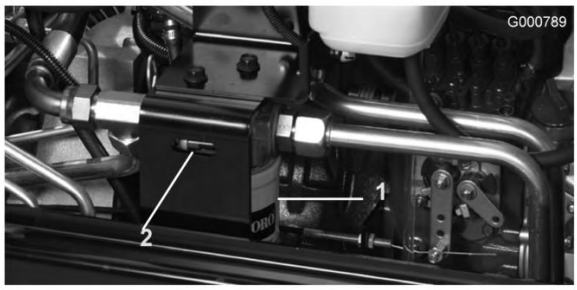

Bild 65
2. Reinigen Sie den Bereich um die Filterkontaktfläche. Stellen Sie eine Auffangwanne unter den Filter und nehmen Sie den Filter ab (Bild 65).